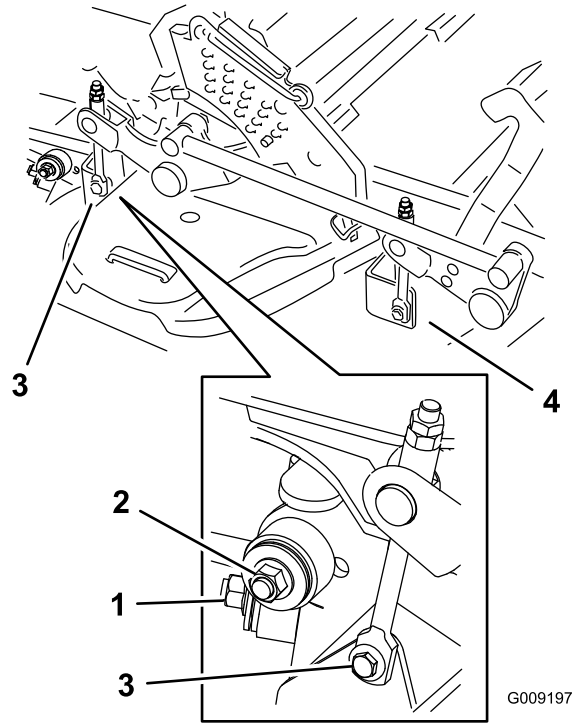

Figur 96
8. Ta bort och håll reda på beslagen på däckets båda sidor enligt Figur 96.